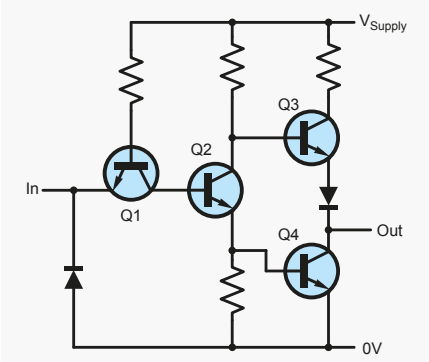

Rysunek 2. Schemat bramki (inwertera) TTL NOT.
TTL stał się dominującą wersją spośród tych technologii, szczególnie wraz z wypuszczeniem serii układów 7400 przez Texas Instruments w połowie lat 60. TTL nadal się rozwijał, z wykorzystaniem tranzystorów Schottky'ego i innych osiągnięć prowadzących do szybszych urządzeń o mniejszej mocy. Przez lata wypuszczano różne rodziny urządzeń, w szczególności: Low-power Schottky (LS), Advanced Low-power Schottky (ALS) oraz FAST (F) – Fairchild Advanced Schottky TTL. TTL jest obecnie nieco przestarzałą technologią, której użycie spada od końca lat 90, pomimo tego, że jest dobrze znana. Układy w tej technologii są jednak nadal dostępne, a poziomy logiczne „zgodne z TTL" są powszechnie stosowane. Niektóre rodziny logiczne mają dwie wersje (np. AC i ACT) z wersją „T" wskazującą poziomy kompatybilne z TTL. CMOS i TTL to nie jedyne główne typy układów logicznych. Istnieją również układy scalone, które łączą oba typy tranzystorów w tak zwanej „technologii BiCMOS". **Rysunek 2** pokazuje schemat podstawowego inwertera TTL. Podobnie jak obwód CMOS z rysunku 1, może on być również przedstawiony jako symbol bramki NOT podczas rysowania schematu na poziomie bramek. Układ posiada trzy stopnie: sterowanie prądem (Q1), podział fazy (Q2) oraz sterownik wyjścia z szeregowo połączonymi tranzystorami